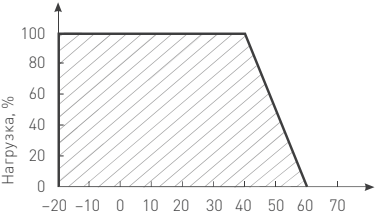

Рис. 7. Максимальная допустимая нагрузка, % от мощности источника
- температура окружающего воздуха от –20 до +40 °С (см. рис. 7);
4.4. Не нагружайте источник питания более чем на 80% от его максимальной мощности. Учитывайте, что с повышением температуры окружающей среды максимальная мощность источника питания снижается (см. график зависимости максимальной допустимой нагрузки от температуры окружающей среды, показанный на рис. 7).